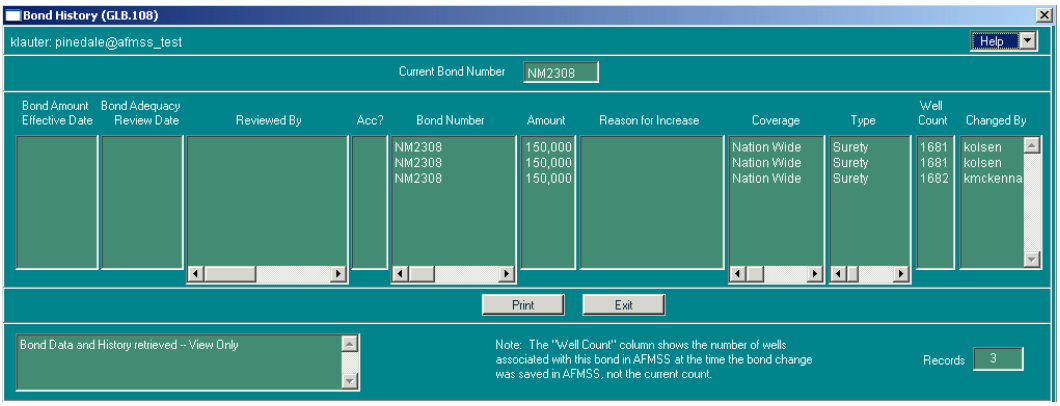

Figure 3-45: Bond History (GLB.108) Window
7. Click the **History** button next to the **Bond Amount** field to launch the *Bond History (GLB.108)* to review the bond history including bond adequacy and changes in bond amounts (Figure 3-45). Click **Exit**.